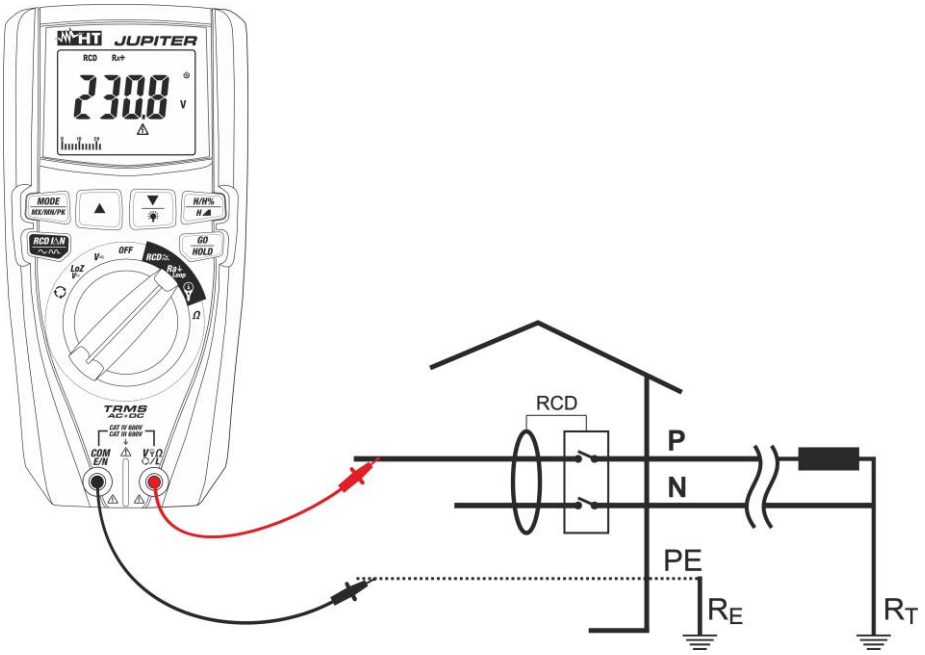

Fig. 18: Utilisation pour mesurer la résistance globale de terre avec des embouts.
6. Si on utilise les embouts de mesure, introduire le conducteur rouge dans la borne d'entrée **VΩ⏚L** et le conducteur noir dans la borne d'entrée **COM/E/N** puis connecter l'instrument à l'installation sous test (voir Fig. 18). La valeur de la tension Phase-Terre apparaît à l'écran.